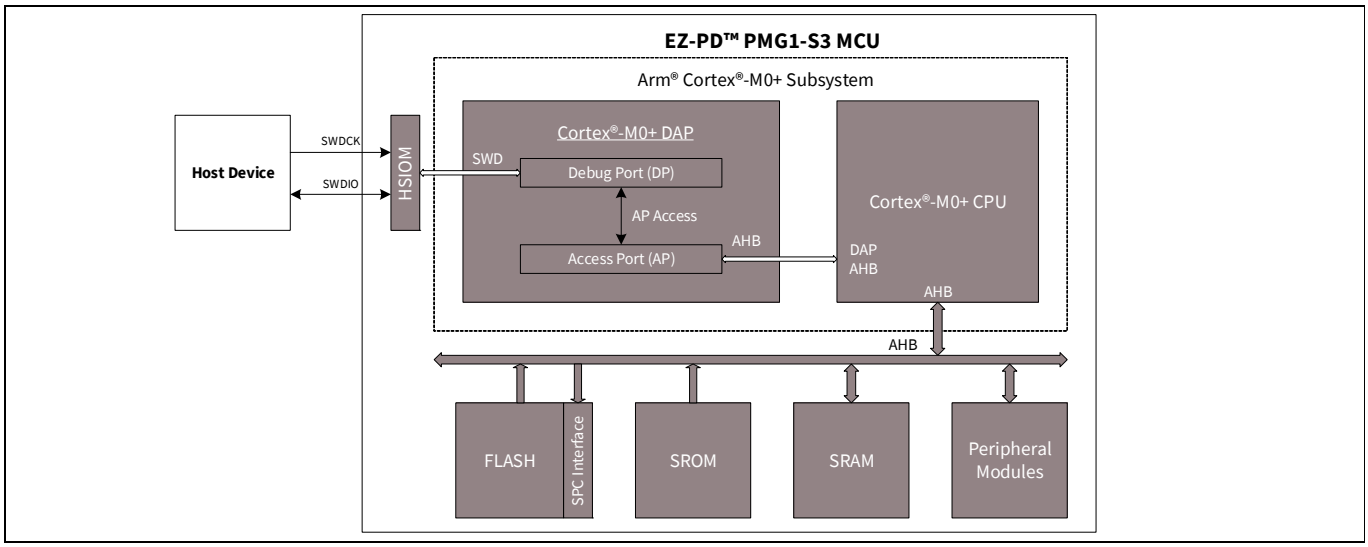

**Figure 27-1. Program and debug interface**
**Figure 27-1** shows the block diagram of the program and debug interface in EZ-PD™ PMG1-S3 MCU. The Cortex-M0+ debug and access port (DAP) acts as the program and debug interface. The external programmer or debugger, also known as the "host", communicates with the DAP of the EZ-PD™ PMG1-S3 MCU "target" using the two pins of the SWD interface – the bidirectional data pin (SWDIO) and the host-driven clock pin (SWDCK). The SWD physical port pins (SWDIO and SWDCK) communicate with the DAP through the high-speed I/O matrix (HSIOM). See the **"I/O system"** on page 77 for details on HSIOM.